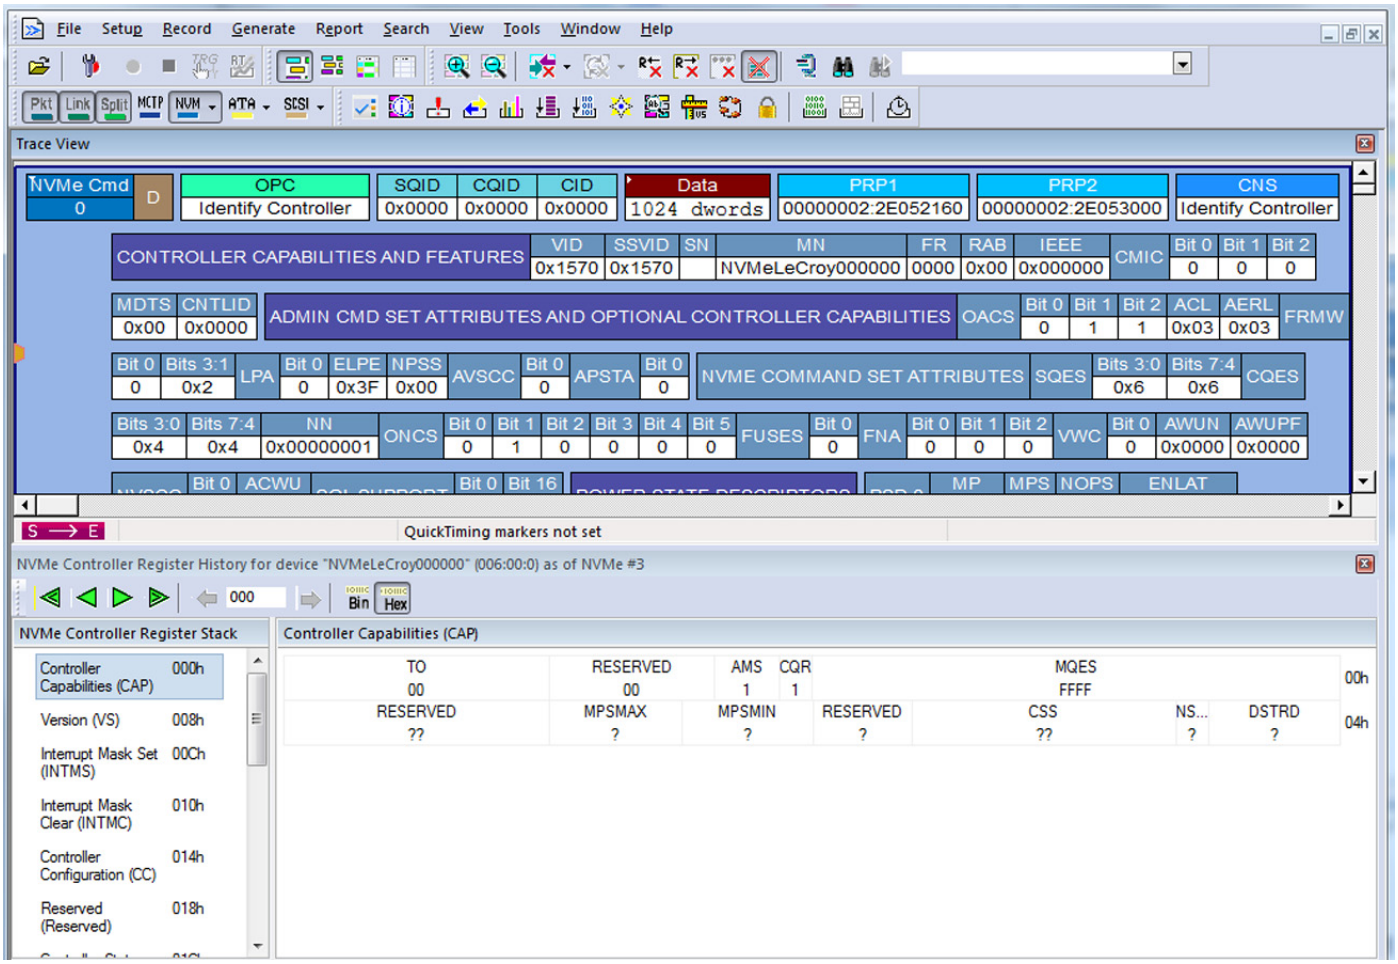

Figure 6.64: Reports -> NVMe Controller Registers History Displayed
4. Select the time shown (006:00:0) and the following display will pop up. See Figure 6.64 on page 430.